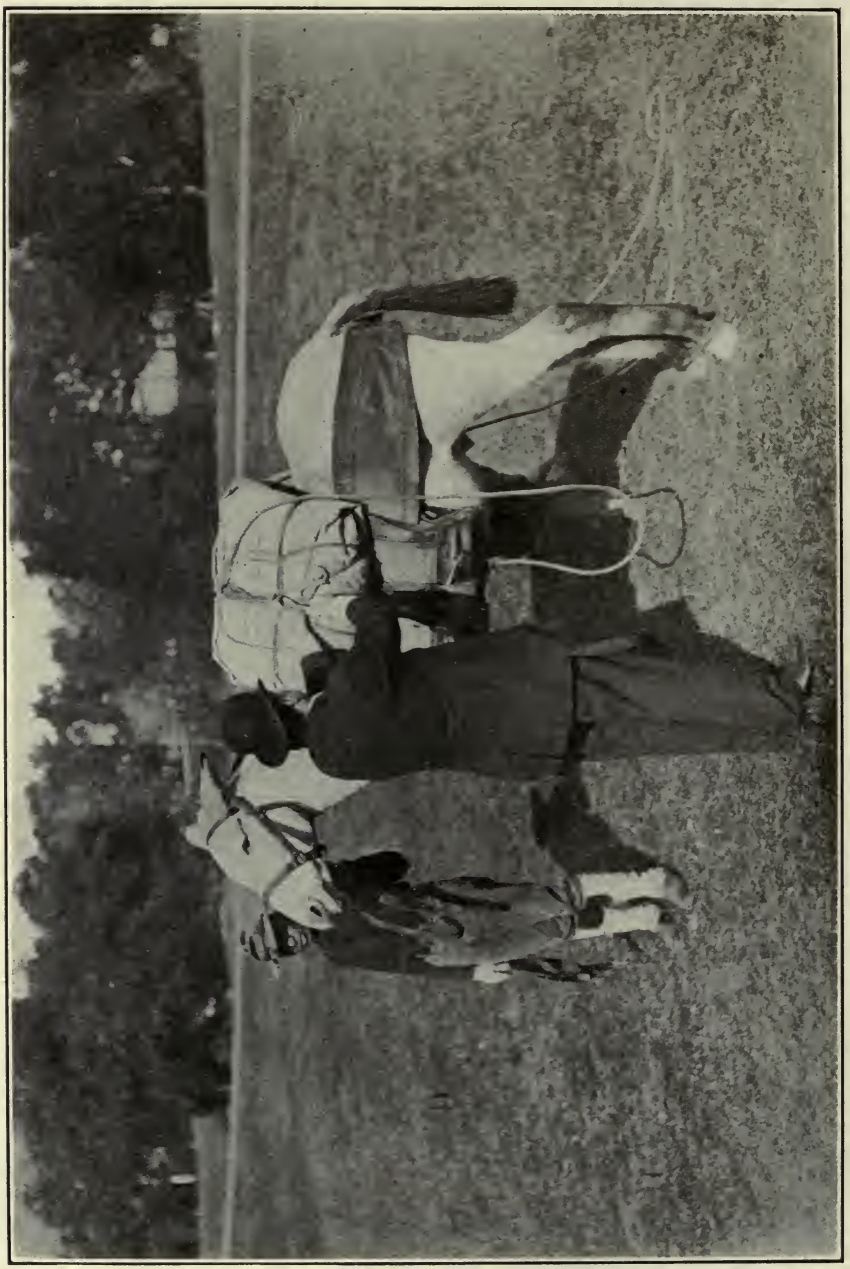

FIG. 25.
(3) The *near* packer, to tighten the load, places the left hand, palm down, on the side and center of pack; with the right hand he grips the running rope in the rear of the standing rope on the side of the pack (fig. 25) and brings it between the thumb and index finger of the left hand; now bearing against the pack with the left hand as a brace, he holds the running rope taut and calls out "Go!" indicating he is ready to receive the slack from the "off" packer.